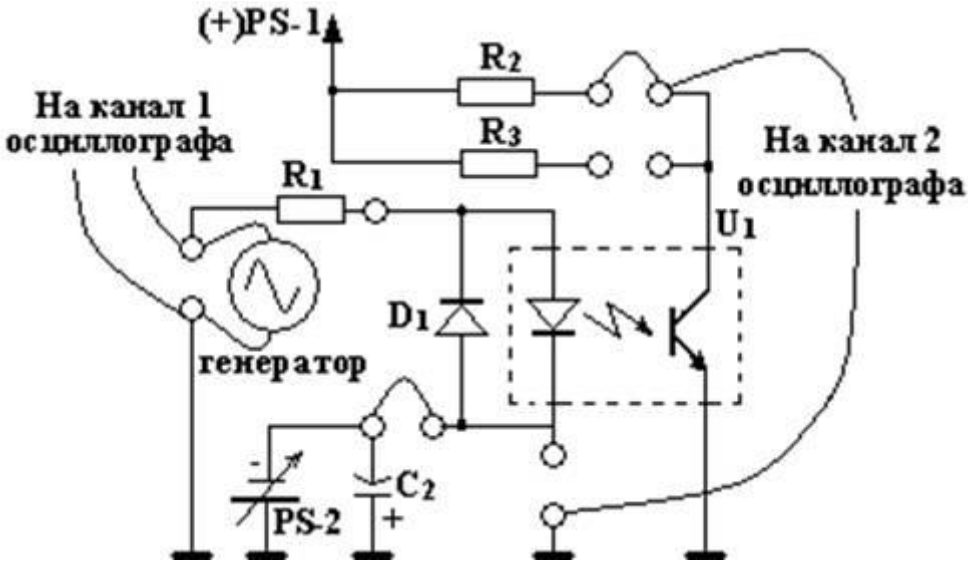

Рисунок 4.4 – Схема для снятия частотной характеристики оптрона
4.2.6 Собрать схему (рисунок 4.4) для исследования частотных характеристик оптрона.